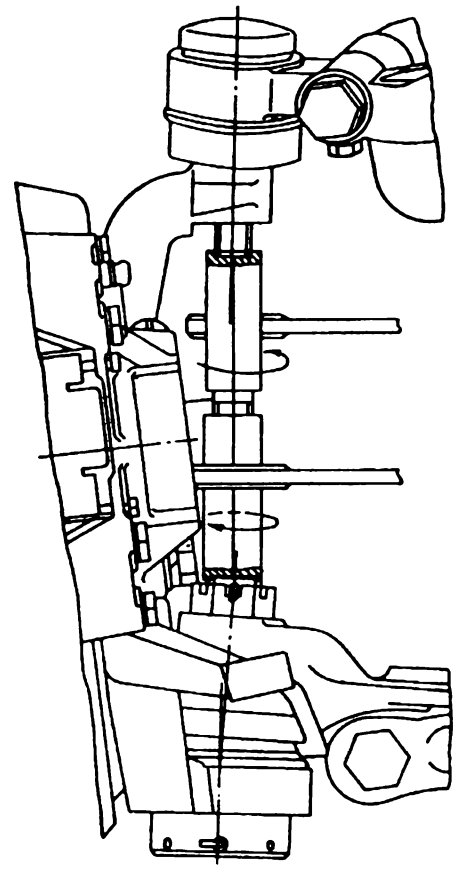

Рис. 155. Выпрессовка пальца верхнего шарового шарнира
2. Установите в распор приспособление (рис. 154) между верхним и нижним шаровыми пальцами и выпрессуйте верхний шаровой палец (рис. 155) из стойки подвески.